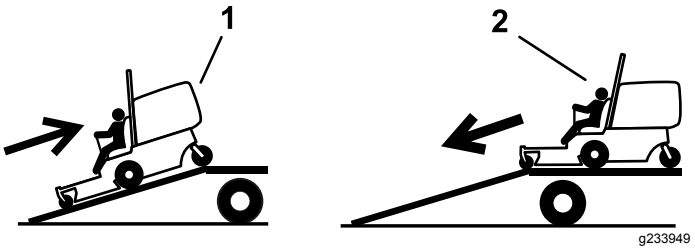

Figuur 28
4. Rij de machine achteruit op de oprijplaat (Figuur 28).
2. Rij de machine vooruit de oprijplaat af (Figuur 28).